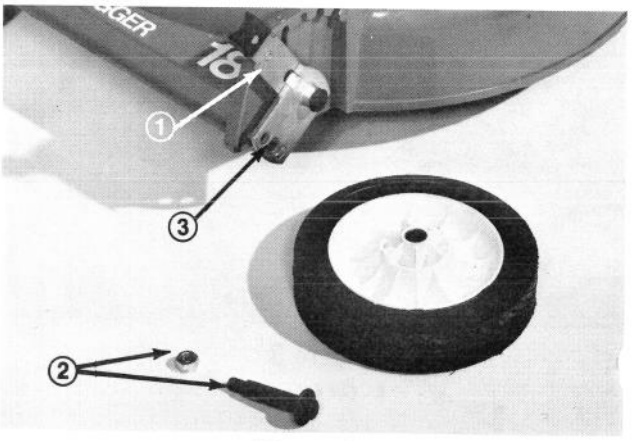

Figure 8
1. Position height-of-cut adjuster in "E" height-of cut setting, remove wheel bolt and wheel from bracket (Fig. 8).
2. Install wheel and wheel bolt into TOP hole in bracket (Fig. 8).